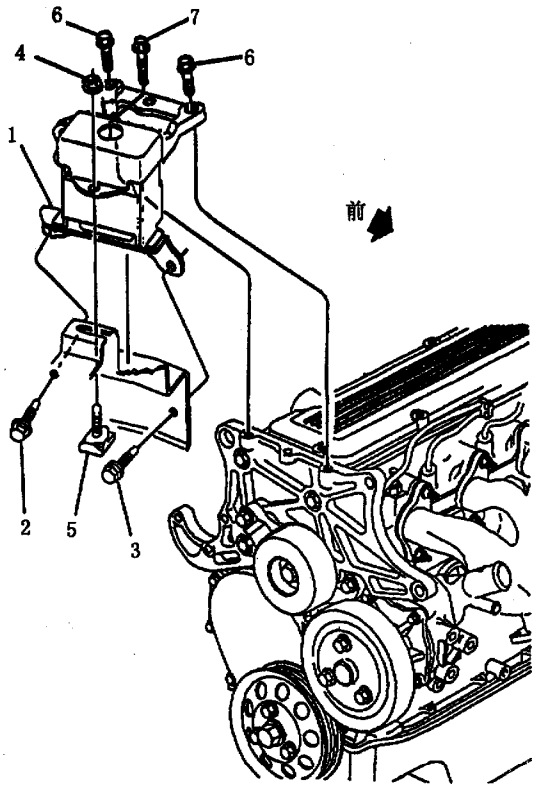

图 3－1　2.2L（VIN 4）发动机支撑（右）
3.2.1 2.2L（VIN 4）发动机（见图 3－1）
发动机右支撑（见图 3－1）